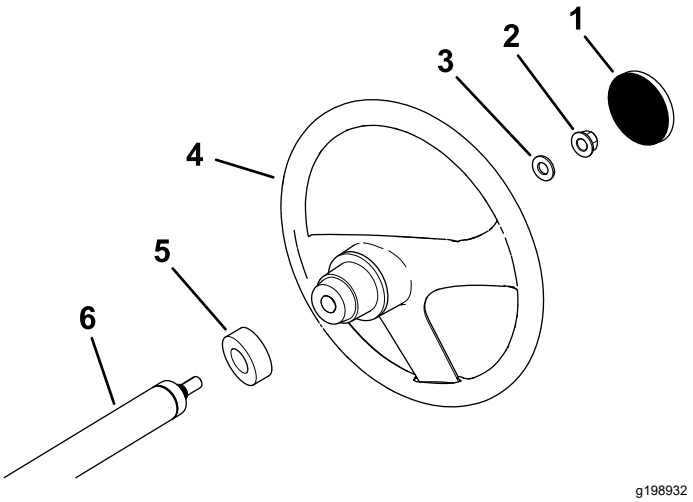

Bild 3
1. Nehmen Sie die Abdeckung (falls vorhanden) von der Nabe des Lenkrads ab (Bild 3).
2. Entfernen Sie die Sicherungsmutter (½") von der Lenkwelle (Bild 3).
3. Schieben Sie das Lenkrad, die Staubabdeckung und die Scheibe (½") auf die Lenkwelle (Bild 3).
5. Befestigen Sie die Abdeckung am Lenkrad (Bild 3).